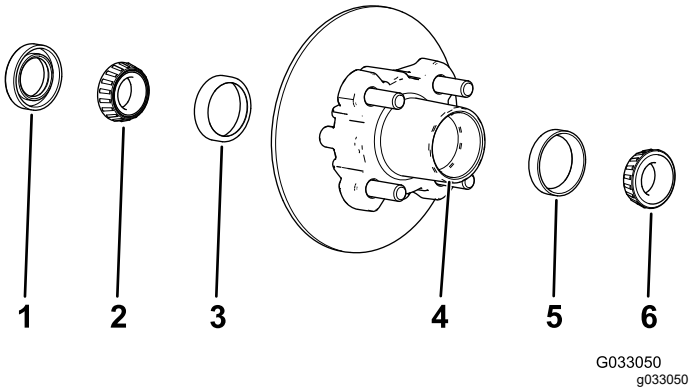

**Figur 35**
1. Fjern det udvendige leje og lejeløberingen fra navet (Figur 35).
2. Fjern forseglingen og det indvendige leje fra navet (Figur 35).
5. Rengør navets fordybning for alt smøremiddel, snavs og tilsmudsning (Figur 35).
7. Fyld navets fordybning 50 til 80 % med det anførte smøremiddel (Figur 35).
8. Monter det indvendige leje på lejeløberingen på den indvendige side af navet, og monter forseglingen (Figur 35).